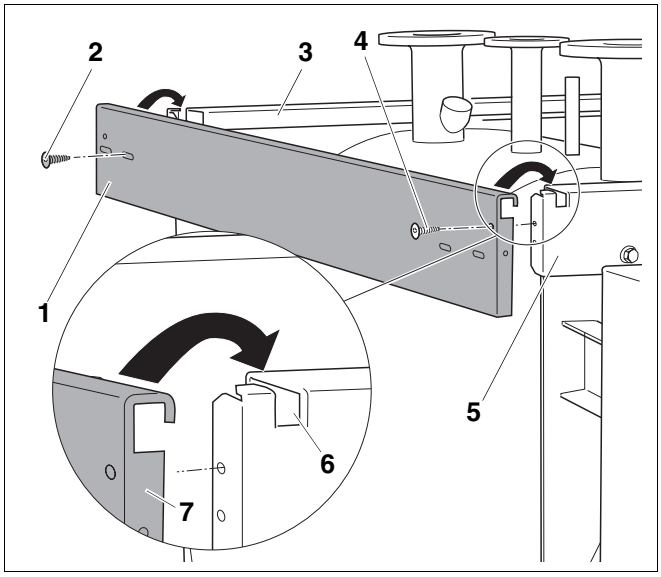

Рис. 14 Установка левой боковой траверсы
Монтаж боковых траверс приведен здесь на примере левой боковой траверсы (рис. 14, **поз. 1**). Монтаж правой боковой траверсы осуществляется аналогично.
Отверстие на передней отбортовке боковой траверсы (рис. 14, **поз. 7**) не используется, заднее отверстие служит для резьбового соединения задней и боковой стенок.
- Вставить левую боковую траверсу (рис. 14, **поз. 1**) в вырезы (рис. 14, **поз. 6**).
- Прикрутить левую боковую траверсу (рис. 14, **поз. 1**) через верхнее отверстие винтом (рис. 14, **поз. 4**) к передней траверсе (рис. 14, **поз. 5**).
- Левую боковую траверсу (рис. 14, **поз. 1**) прикрутить через переднее овальное отверстие винтом (рис. 14, **поз. 2**) к задней траверсе (рис. 14, **поз. 3**).